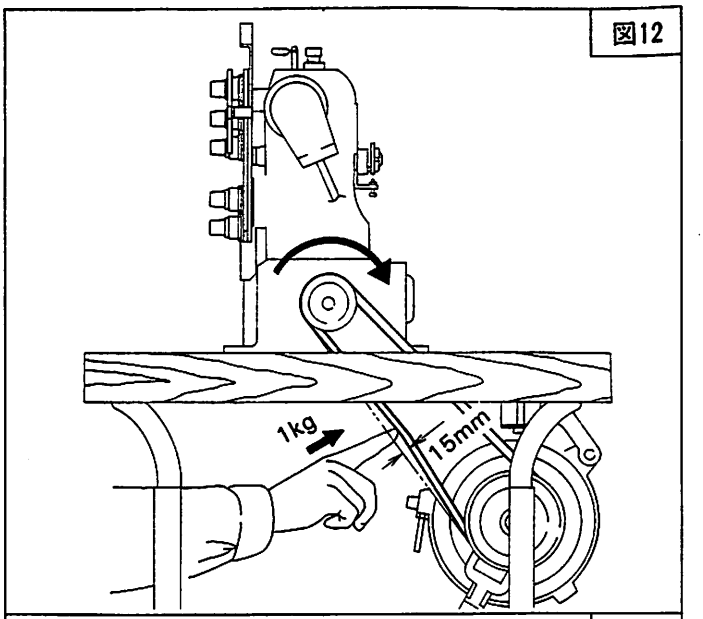

図12
- モータープーリーは、ベルト(または丸棒等)で回り止めをして強く締めてください。(図3)ベルトの張力は、9頁図12参照。
取り扱い上の注意（図12,13）